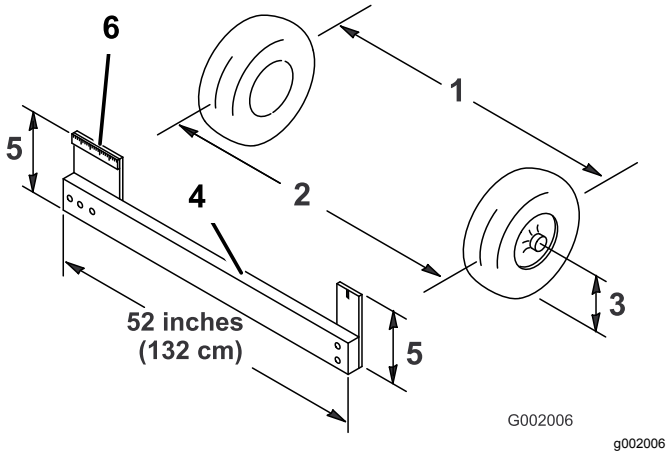

Rysunek 48
4. Zmierz odległość między obydwoma oponami kół przednich na wysokości osi z przedniej oraz tylnej strony kół przednich (Rysunek 48).
Informacja: Do zmierzenia tylnej strony przednich kół na wysokości osi niezbędny jest przymiar. Użyj tego samego przymiaru do dokładnego zmierzenia przedniej strony przednich kół na wysokości osi (Rysunek 48).